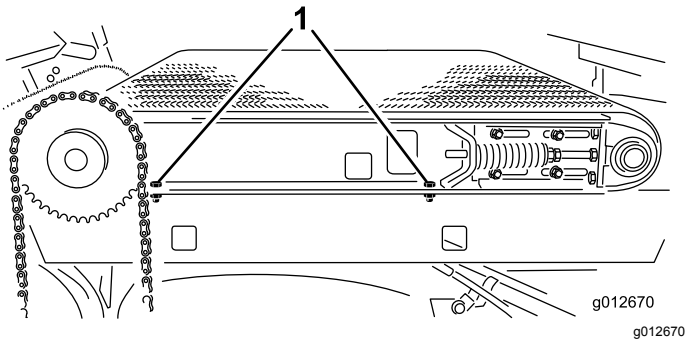

Figur 28
4. På højre side af maskinen skal du løsne de 2 maskinskruer, der fastgør gliderens stelvange på den højre skærm (Figur 28). Sørg for, at maskinskruerne er tilstrækkeligt løse til, at glideladet kan tippe.